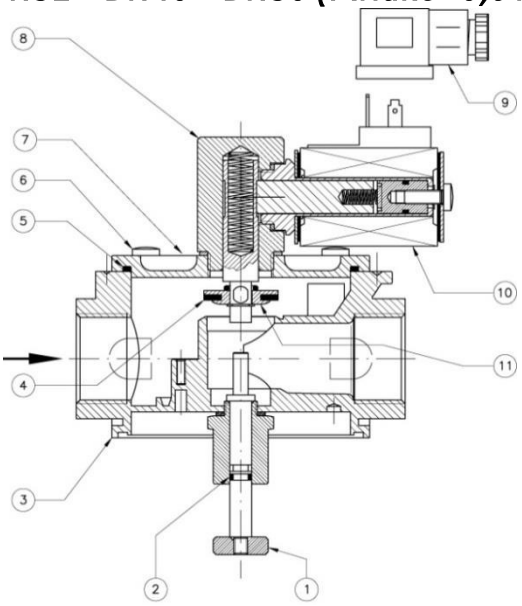

Рис. 4
Клапан (Рис. 4) состоит из: стержень механизма возврата (1); уплотнительное кольцо (2); корпус (3); уплотняющая прокладка (4); верхнее уплотнительное кольцо (5); винты крепления (6); крышка (7); латунный блок (8); электрический контакт (9); электрическая обмотка (10); затвор (11).